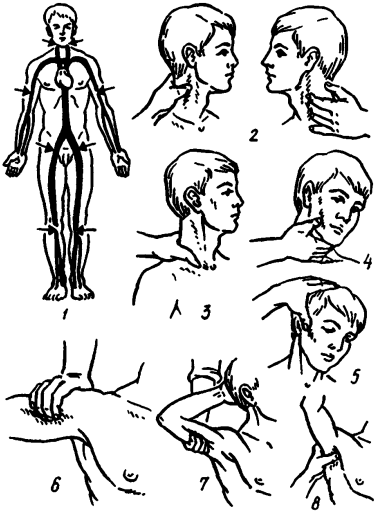

Рис.7
2) Прижатие пальцами кровоточащего сосуда к кости (рис. 7).